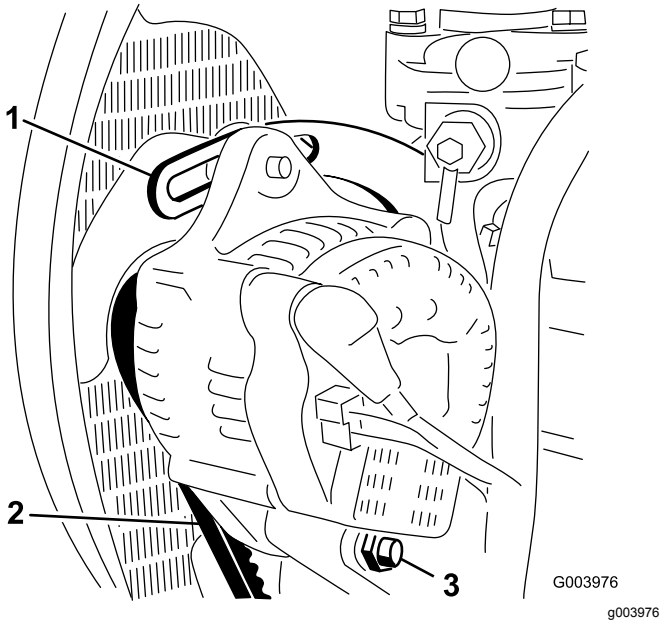

Figur 54
2. Kontroller generatorremmens tilspænding ved at trykke den ned (Figur 54) midt mellem generatoren og krumtapakslen med en belastning på 10 kg.
4. Løsn den bolt, der fastholder afstiveren til motoren (Figur 54), den bolt, der fastholder generatoren til afstiveren, og drejebolten.